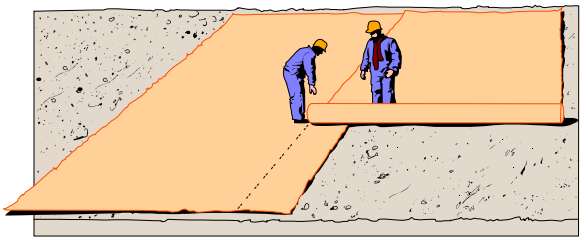

Figure 14: Placement of the High-Strength Geotextile
- Place the specified high-strength woven geotextile over the graded surface. Overlap seams 0.25 m (10 in) minimum. See Figure 14: Placement of the High-Strength Geotextile.